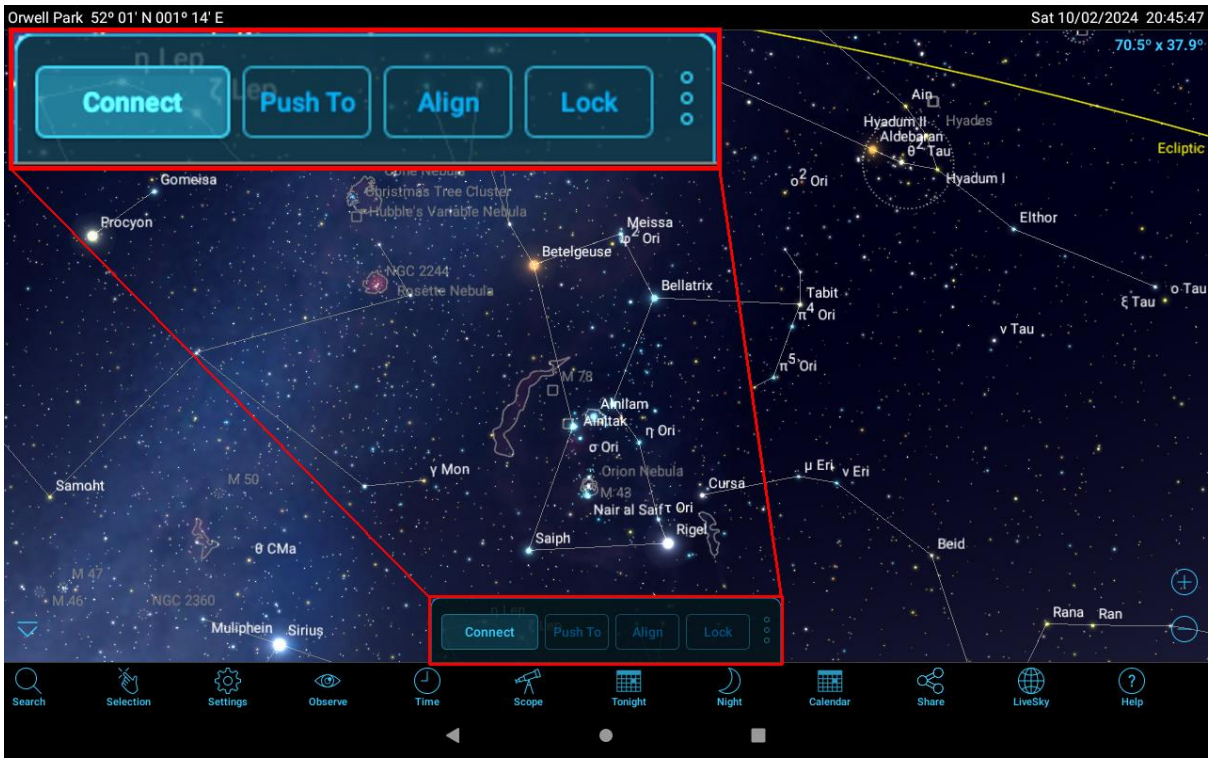

Figure 24. Sky map and telescope ribbon.
6. Tap the telescope symbol, labelled “Scope”. This will bring up a ribbon box, the “telescope ribbon”, with four options: Connect, Push To, Align, Lock – see figure 24.